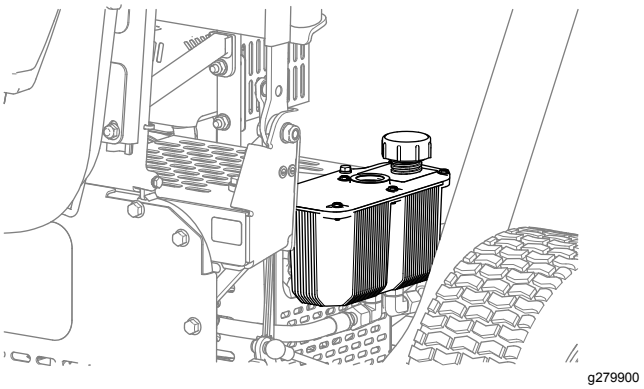

Rysunek 38
2. Odkręć korek zbiornika oleju hydraulicznego (Rysunek 38).
4. Załóż korek na zbiornik (Rysunek 38).